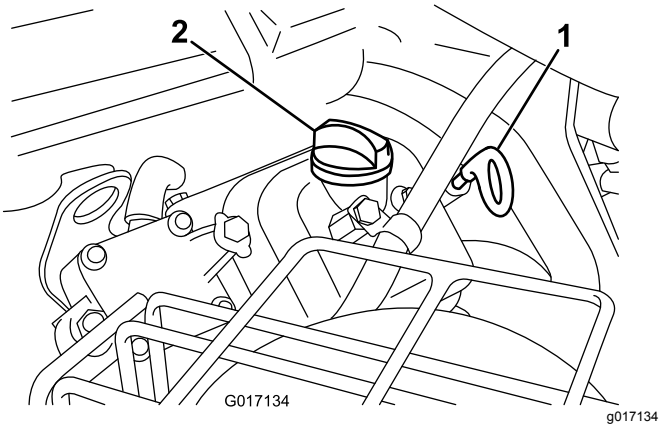

**Figuur 38**
2. Verwijder de peilstok en veeg deze af met een schone doek. Druk de peilstok in de buis. Let erop dat de peilstok er volledig in schuift (Figuur 38).